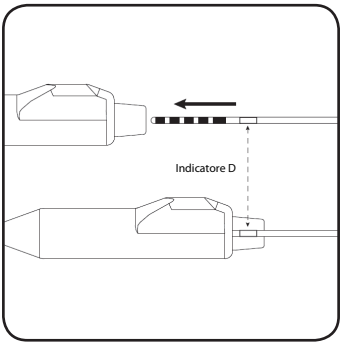

Figura 18. Inserire completamente l'elettrocatetere all'interno del blocco connettore dell'estensione percutanea.
4. Inserire l'elettrocatetere nel blocco connettore dell'estensione percutanea fino a quando non è più possibile inserirlo oltre. L'indicatore D sull'elettrocatetere deve trovarsi all'interno del serracavo dell'estensione percutanea (**Figura 18**) Il manicotto di ritenzione dell'elettrocatetere deve essere posizionato sotto la vite di fermo dell'estensione percutanea.